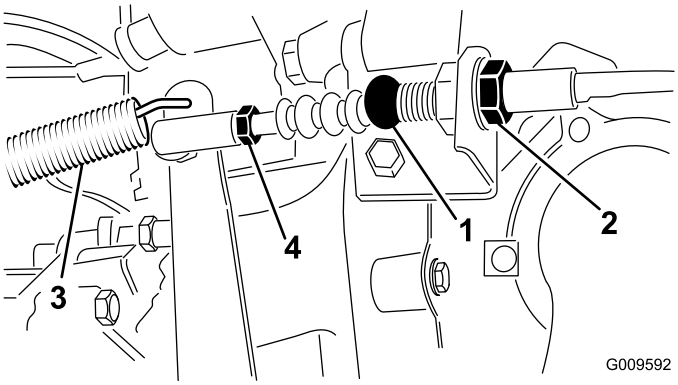

Figur 65
1. Lossa kontramuttrarna som håller kopplingsvajern vid fästet på balanshjulkåpan (Figur 65).